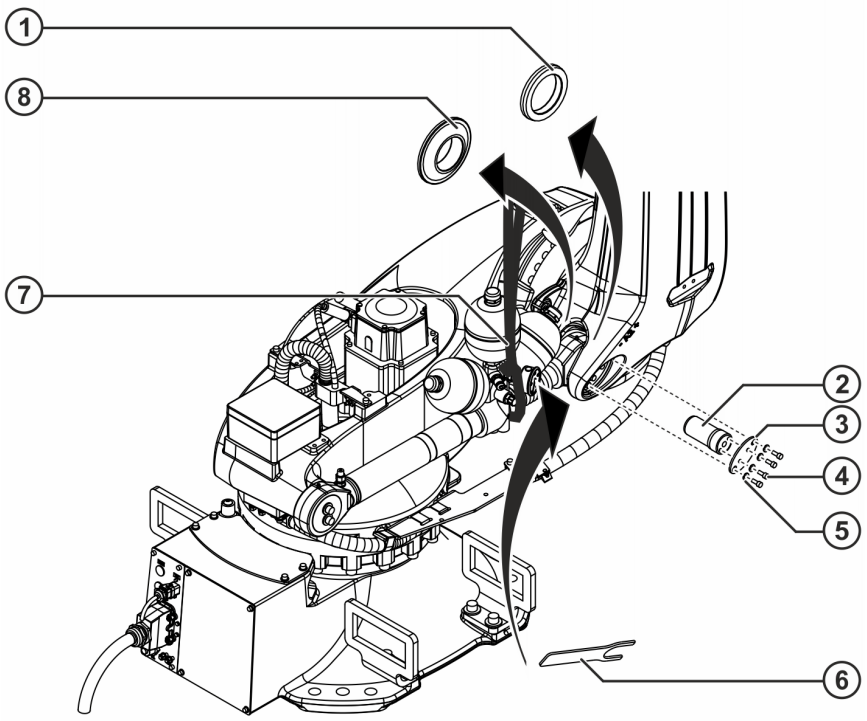

Fig. 8-17: Counterbalancing system, pin
6. Secure the counterbalancing system with a rope sling and a crane and move the crane until the weight is supported by the rope sling (>>> *Fig. 8-17*).